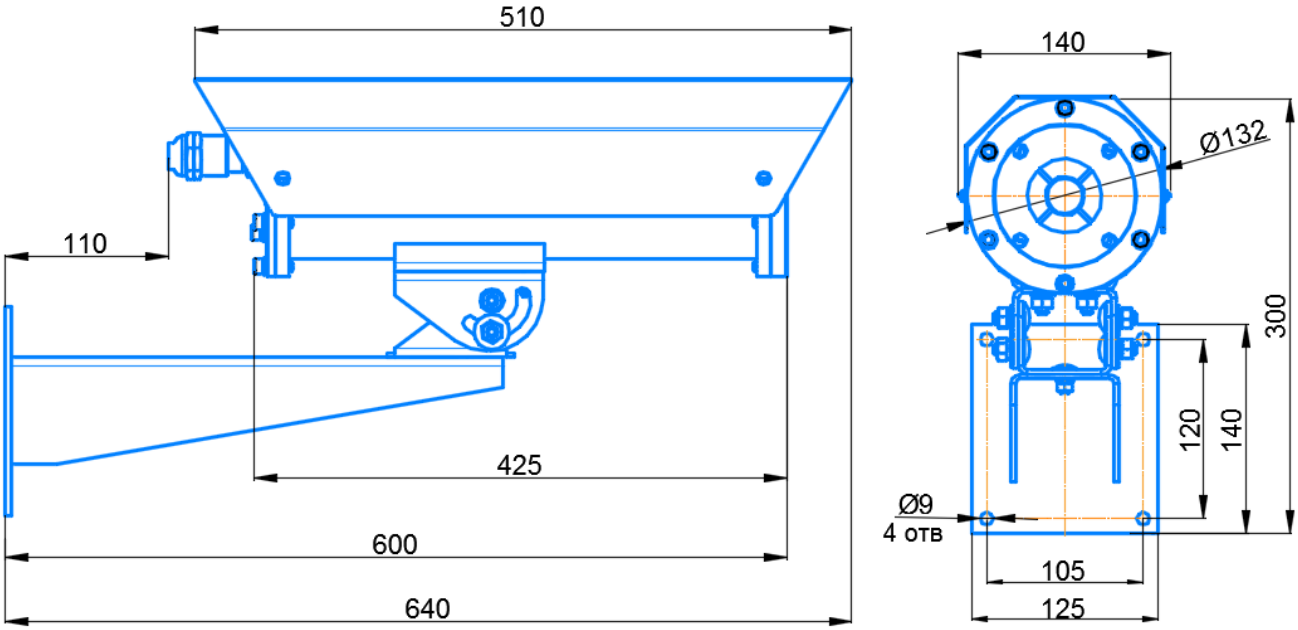

Рисунок 1 − Габаритные размеры термокожуха с крепежно-юстировочным устройством
Габаритные размеры термокожуха указаны на рис. 1.
- Определить место установки и разметить место крепления крепежно-юстировочного устройства, рис. 1.